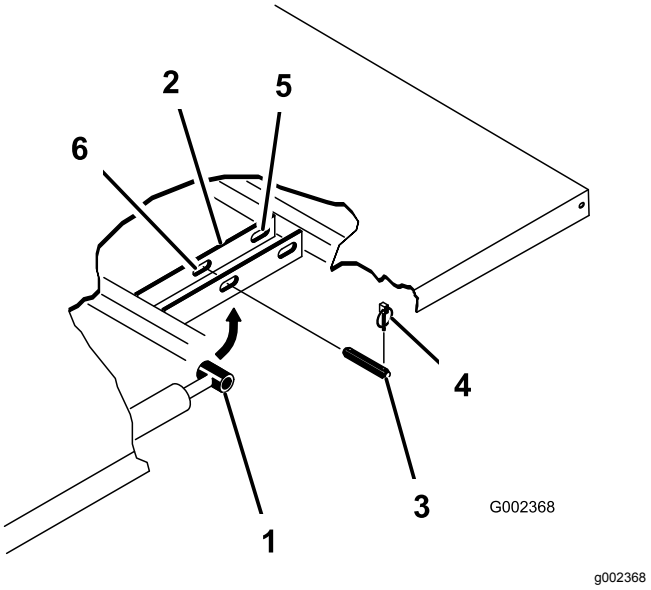

Figuur 3
4. Verwijder de lynchpennen van de uiteinden van de gaffelpennen van de cilinderstang (Figuur 3).